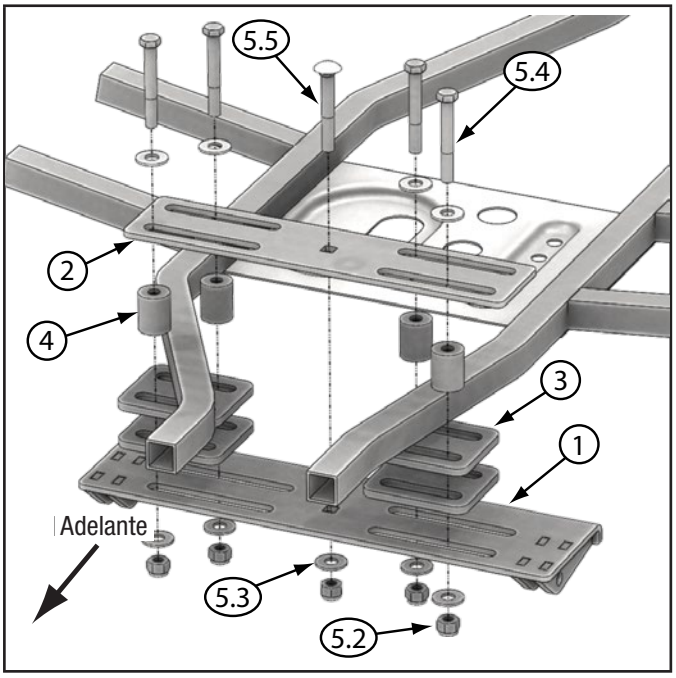

Figura 25 - Instalación del soporte híbrido en un Polaris Sportsman
4. Instale flojamente la placa de soporte superior (2), 4 placas espaciadoras (3) y la placa de soporte bajo (1) usando los espaciadores de goma (4), pernos (5.4) de 3⁄8 in. (9.5 mm), pernos de carruaje (5.5) de 3⁄8 in. (9.5 mm), tuercas (5.2) y arandelas (5.3) provistas con su soporte. Vea la figura 25.